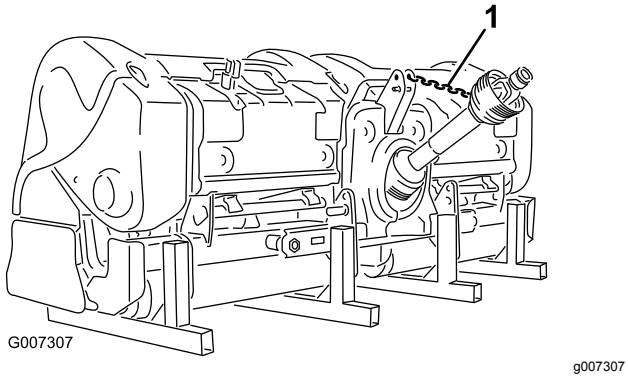

Figur 45
12. Koppla kraftuttagsförtöjningen till kraftuttagsskyddet för att förhindra att kraftuttagsaxeln får markkontakt (Figur 45).